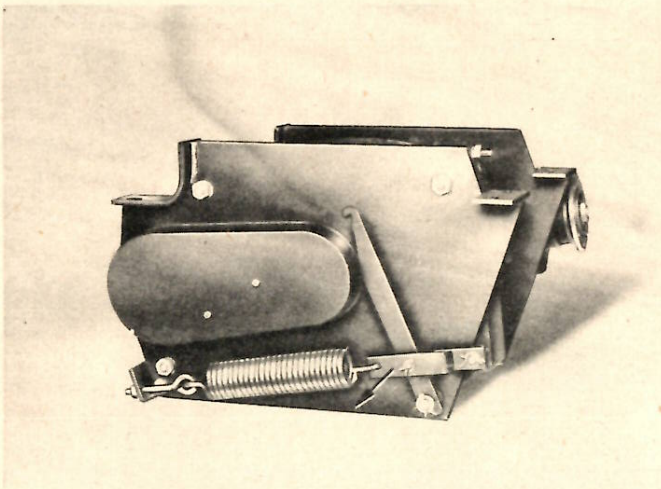

Bild 4
b) Führungsstück (4) muß sich dabei im Wendepunkt der Kreuzspindel getriebeseitig befinden
c) Zugfeder entspannen (vergl. Bild 4)
d) Bremsgestänge abbauen (Bild 4)
f) Schlauchbinder (53, 54) lösen; Führungstück (4) abnehmen
g) Bremsfeder und Druckrollenfeder entspannen. Bremsgestänge und Spannstück samt Feder abbauen (Bild 4)